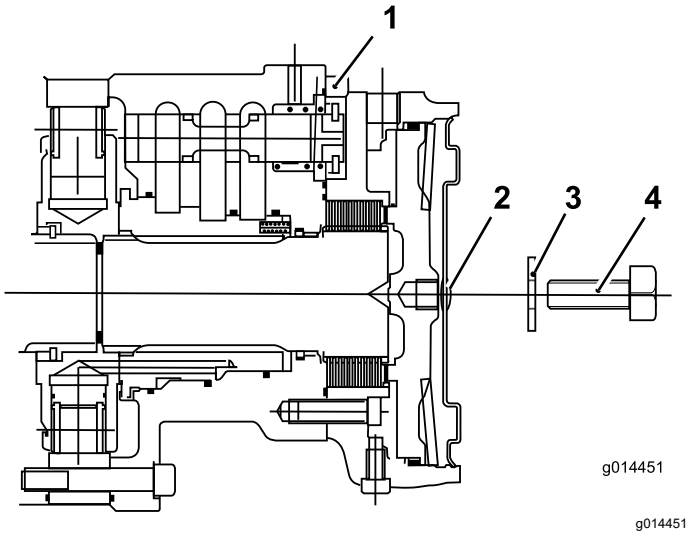

Figur 45
1. Fjern bolten (12 x 40 mm) og skiven (12 mm) fra hullet midt på motorendeplaten (Figur 45).